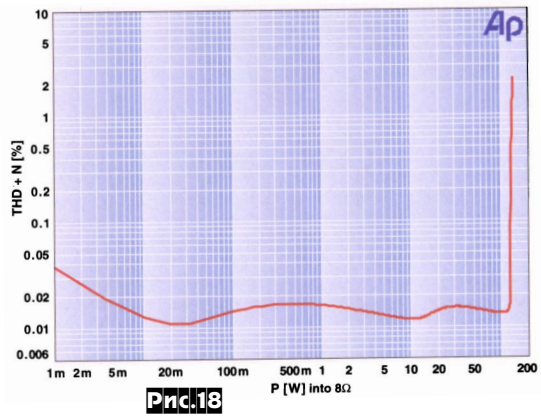
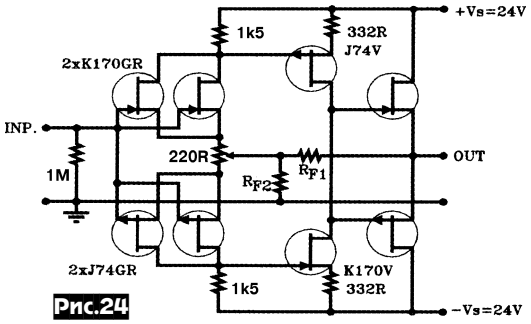
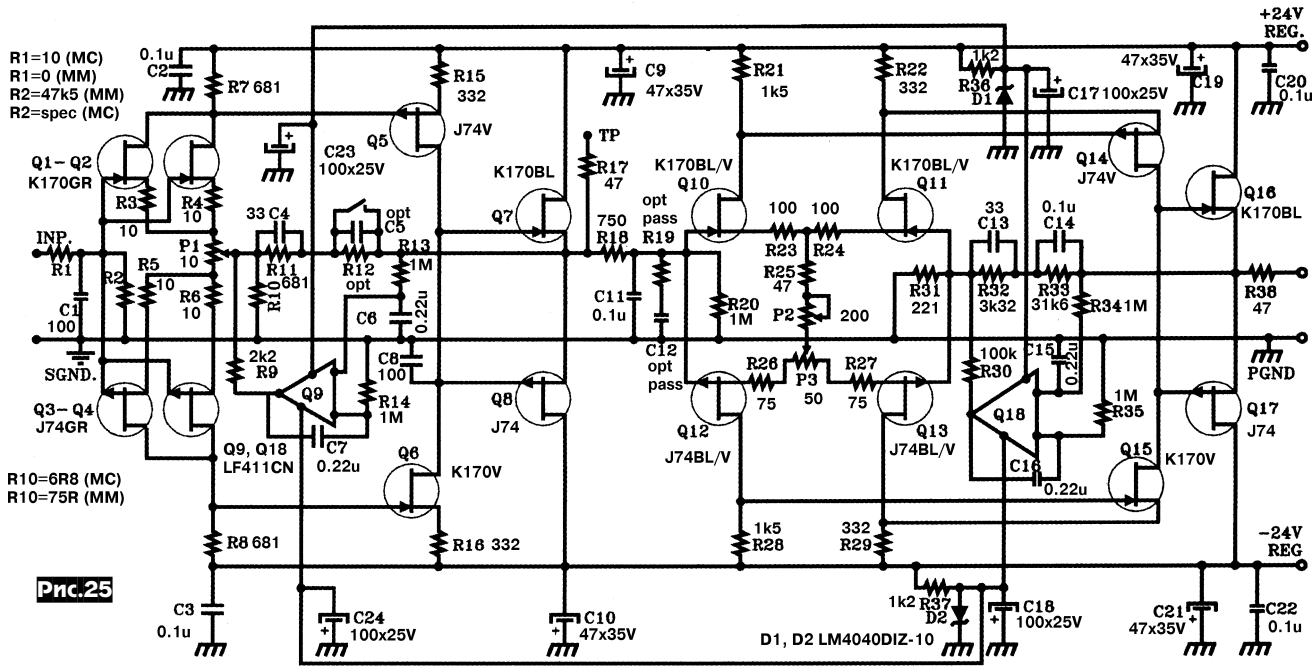
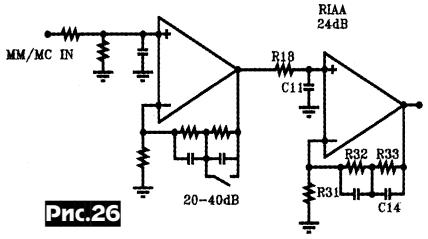

Рис.18
Рис.24
Рис.25
Рис.26
ставной конфигурации), решил испытать их **в УМЗЧ**. Приняв в качестве основы уже опробованную им симметрично-дифференциальную архитектуру с «дискретными» Дарлингтонами на выходе (см. «РХ» №2/2005, с.16-18, рис.24, 25), Тон создал (***рис.17***), на первый взгляд, упрощенный вариант уже хорошо зарекомендовавшего себя УМЗЧ. Он развивает максимальную (Кг=1%) мощность 200 Вт на 4 Ома или 125 Вт на 8 Ом, типовая зависимость Кг от выходной мощности показана на ***рис.18***. Входное напряжение 1 В, входное сопротивление 10 кОм, полоса частот 135 кГц, скорость изменения выходного напряжения 20 В/мкс, относительный уровень собственных шумов -104 дБА, демпинг-фактор >700 (1 кГц) или >400 (20 кГц). Встроенные эмиттерные резисторы и диоды смещения кардинально улучша-
При разработке **бескомпромиссного High-End винил-корректора Эрно Борбли** постарался применить все последние достижения схемотехники твердотельных винил-корректоров. Он решил сделать универсальный RIAA-корректор как для головок звукоснимателя с подвижной катушкой (MC), так и подвижным магнитом (MM). Оба типа пользуются популярностью у меломанов и трудно сказать, какая из них действительно лучше. В данном случае достаточно констатировать, что MC головки вследствие м*Е*ньшей массы подвижной системы (только катушка) дают лучшую высокочастотность, но зато примерно в 10 раз меньшую общую отдачу - всего 0,5 мВ вместо типовых 5 мВ для MM (для стандартной модуляции канавки грампластинки 5 см/с @ 1000 Гц). Часто MC головки подключают к MM-винил-корректорам через повышающие трансформаторы, но Эрно на своем богатом (более чем 40-летнем) опыте убедился, что проблемы с экранированием и ограничением полосы на ВЧ из-за паразитных параметров трансформатора сводят на нет все теоретические преимущества MC головок. Эрно решил построить свой винил-корректор, названный EB-804/419, из сверхмалошумящего предусилителя с линейной АЧХ (который используется при подключении MC) и предусилителя-корректора для MM, причем с целью «ламповой High-End солидарности» выполнить все усилительные каскады исключительно на полевых транзисторах. Основной проблемой применения MC головок является их низкая ЭДС, порядка 0,5 мВ (автор приводит в качестве примера «антирекордсмена» Ortofon MC2000 с номинальной ЭДС 0,05 мВ). Это при типовом сопротивлении катушки 50 Ом соответствует тепловым ($e_ш=\sqrt{(4kTR\Delta F)}$) шумам в звуковом диапазоне 0,128 мкВ или теоретически минимальному уровню собственных электрических шумов головки $N_{шмс}$=0,128 мкВ/0,5 мв=-71,8 дБ. В принципе, цифра приемлемая, но надо учитывать, что к ней по квадратичному закону добавятся еще собственные шумы MC-предусилителя: если последний выполнить на, скажем, одной из лучших малошумящих ламп ECC88/6DJ8 с «шумовым» сопротивлением 200 Ом, то собственные шумы лампы будут в 2 раза выше электрических шумов MC-головки, а их общий уровень шума возрастет в √3 раз и С/Ш еле дотянет до -60 дБ. Что *High-End*ом на шестом году XXI века назвать сложно. Наилучший результат в случае использования одного электронного прибора дает полевой транзистор 2SK170 (Toshiba), имеющий гарантированную спектральную плотность шума не более 0,95 нВ/√(Гц), а также LSK170 (Linear Integrated Systems - см. «РХ» 3/2005, с.12, 13) с гарантированным уровнем не более 0,9 нВ/√(Гц). Но даже такие уникально малошумящие приборы все равно дают уровень собственных шумов порядка 0,134 мкВ, что в квадратичном суммировании с собственными шумами головки дает 0,185 мкВ (-68,3 дБ) или на 3,43 дБ хуже теоретического предела. Чтобы приблизиться приемлемыми средствами к теоретическому идеалу, Эрно решил применить известный профессиональный прием - включил во входном каскаде параллельно 4 полевых транзистора (***рис.24***) и тем самым снизил их суммарный уровень шума на 6 дБ по сравнению с одиночным транзистором, достигнув 72 нВ. Такой «довесок» к 128 нВ собственно MC-катушки в квадратичном исчислении дает общий уровень шумов 146 нВ или в децибелах менее 0,5 дБ, что уже совершенно спокойно можно считать реальным пределом совершенства. Усилители с общим истоком, двухтактный истоковый повторитель и OOC RF1RF2 довершают схемотехнику MC-предусилителя. В реальной схеме (***рис.25;*** *здесь некоторые элементы, обозначенные* ***opt, opt.pass,*** *предусмотрены для экспериментов с чисто пассивной RIAA-коррекцией и в данном случае не устанавливаются*) ОУ Q9 выполняет роль интегратора-компаратора, поддерживающего нулевое смещение «вход-выход» без разделительных конденсаторов для MC части схемы (которая на *рис.25* заканчивается на стоках Q7Q8, контрольная точка TP). Для понимания дальнейшего описания обратимся к ***рис.26***, на котором изображена блок-схема всего устройства в режиме MC-корректора. Здесь первый усилитель - уже описанный каскад MC (с ли-